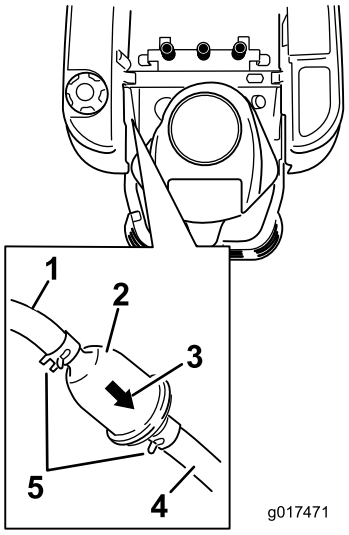

Figuur 45
3. Zoek het brandstoffilter aan de zijkant van de motor, zoals afgebeeld in Figuur 45.
4. Druk de uiteinden van de slangklemmen naar elkaar toe en schuif ze weg van het filter (Figuur 45).
6. Monteer het nieuwe filter zodanig dat de pijl voor de stroomrichting van de brandstoftank af naar de motor wijst. Schuif de slangklemmen terug tot dicht bij het filter (Figuur 45) om het vast te zetten.